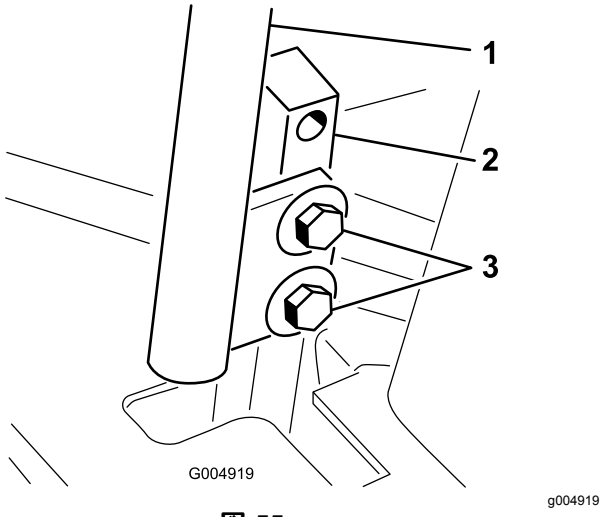

**図 55**
3. コントロールレバーを固定しているボルトをゆるめる図 55。